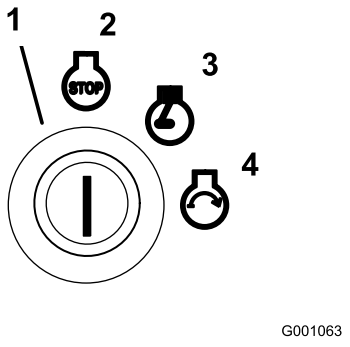

Figur 12
6. Vri tenningsnøkkelen med klokken til stillingen Kjør (Figur 12).
9. Vri tenningsnøkkelen til stillingen Start. Glødepluggindikatoren tennes igjen. Slipp nøkkelen straks motoren starter (Figur 12).
2. Vri tenningsnøkkelen med klokken til stillingen Kjør (Figur 12).
4. Vri tenningsnøkkelen til stillingen Av (Figur 12). Vent til alle bevegelige deler stanser før du forlater førerstillingen.